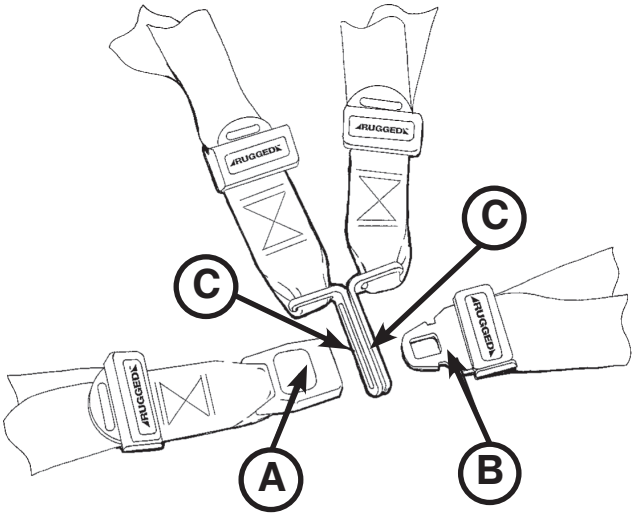

Figure 46
- **Pour ouvrir la sangle**, appuyer sur le bouton rouge (A) sur le devant de la boucle femelle. Ceci libère la boucle mâle (B) que l’on peut alors retirer de la boucle femelle (Figure 46).